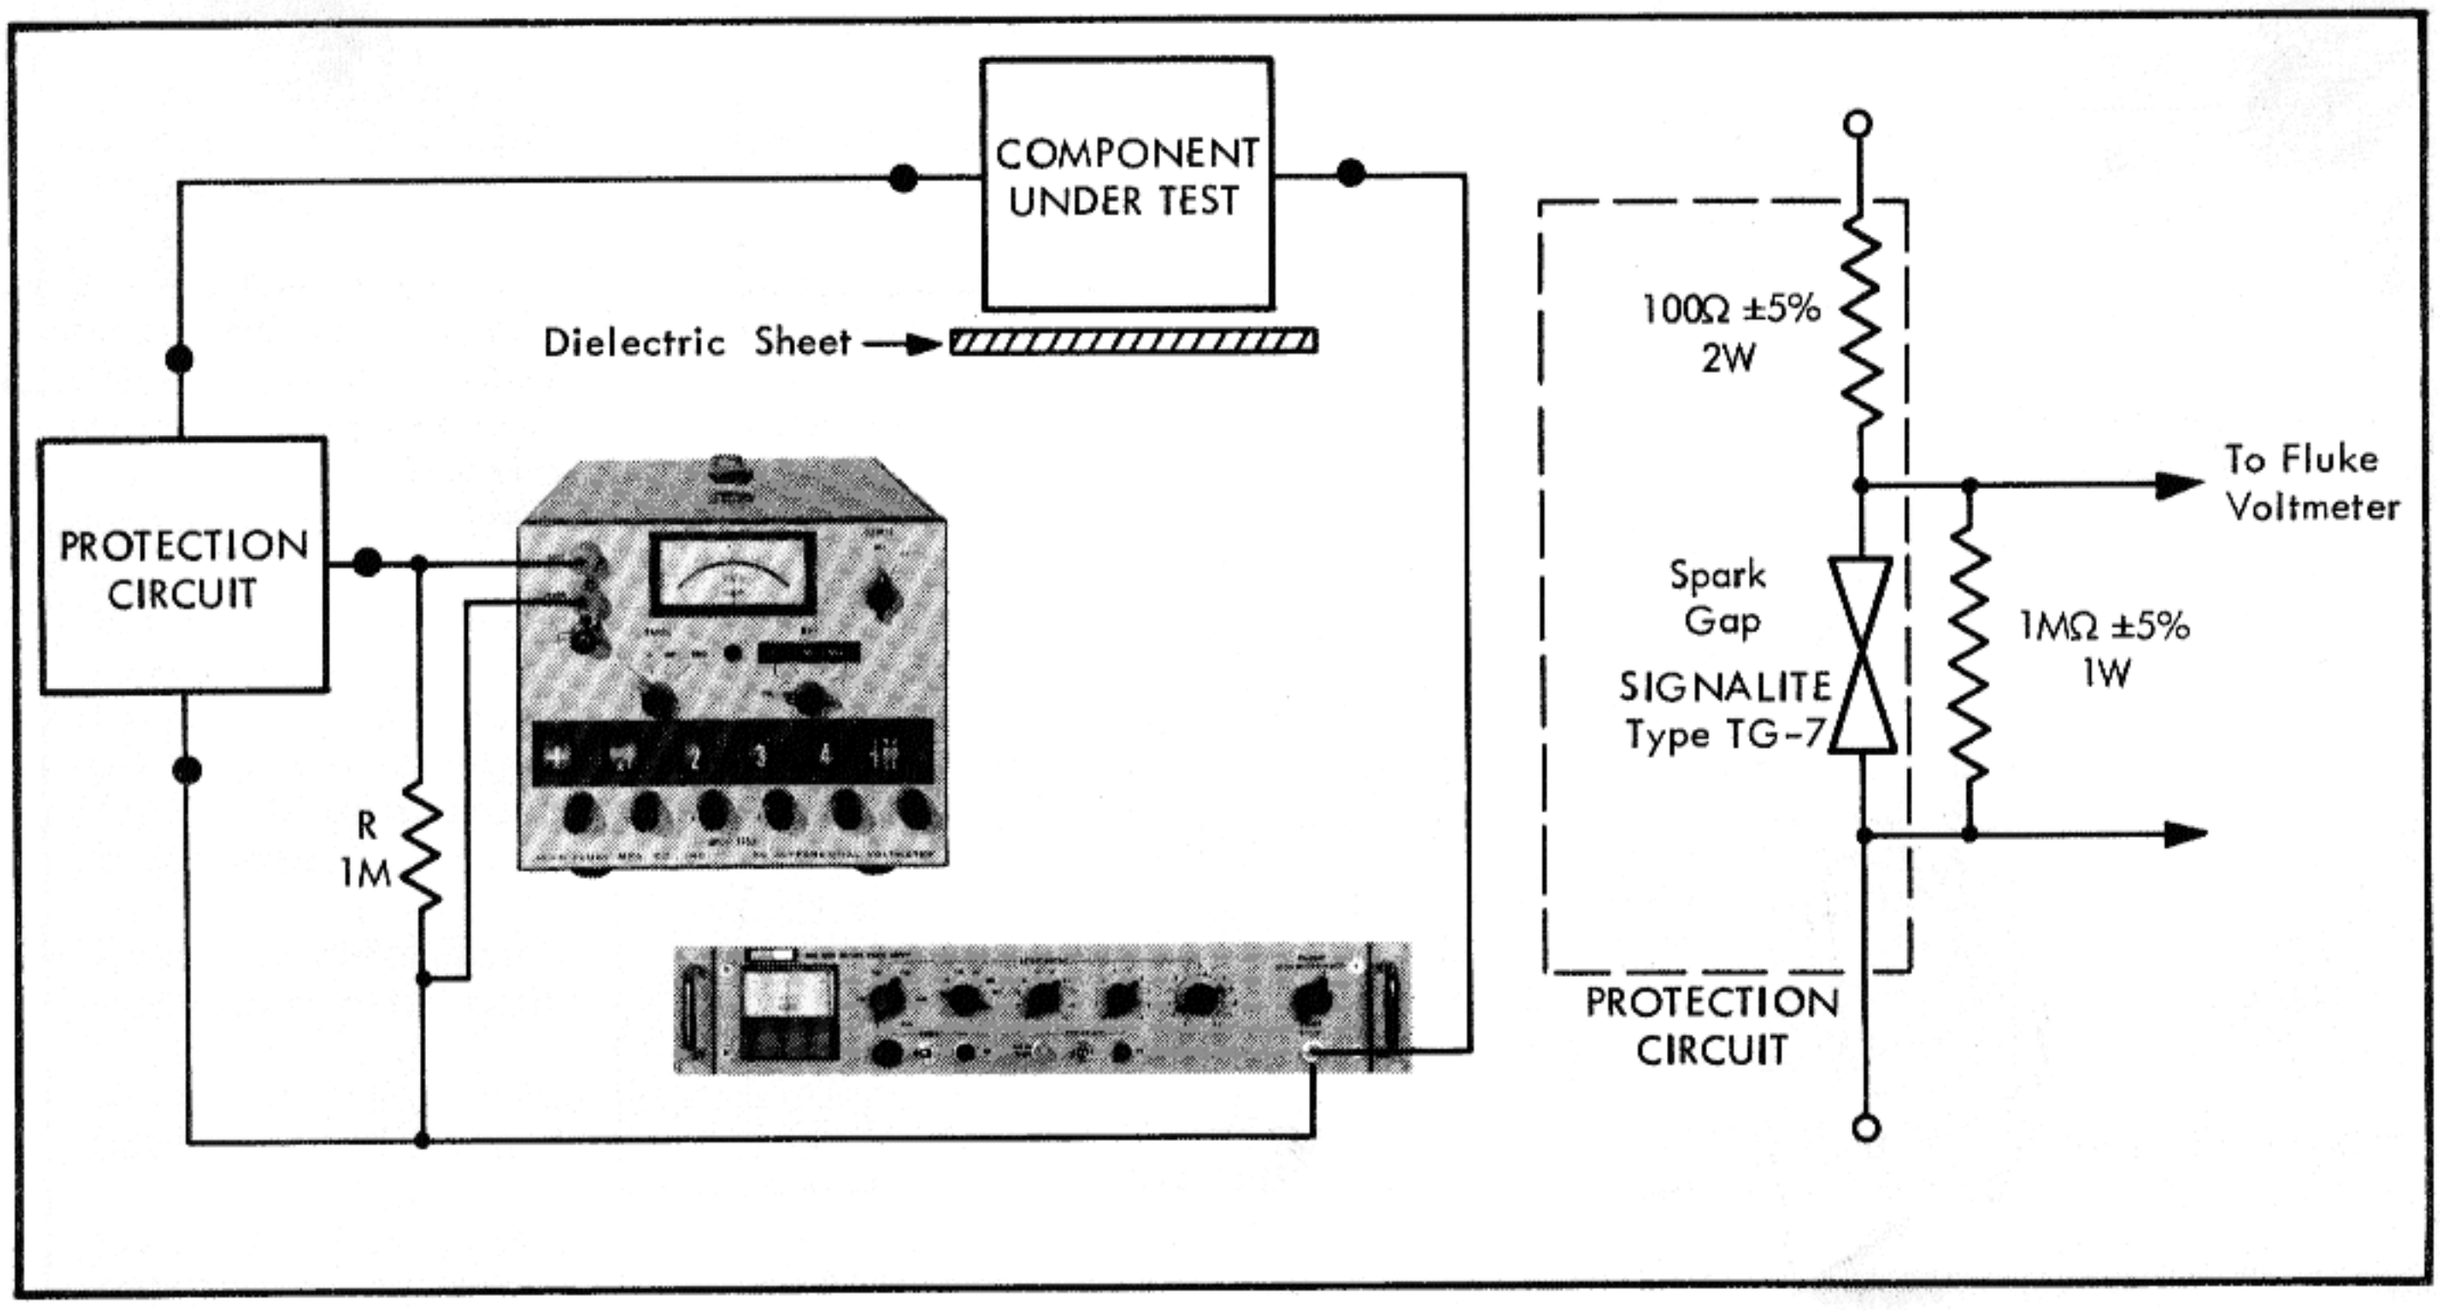

Figure 2-4. LEAKAGE CURRENT TESTING
a. Connect the equipment as shown in Figure 2-4. The protection circuit shown in Figure 2-4 provides protection to the voltmeter by limiting the input to less than one volt in the event of a short in the component under test. The resistors must be non-inductive (composition, Allen Bradley type).